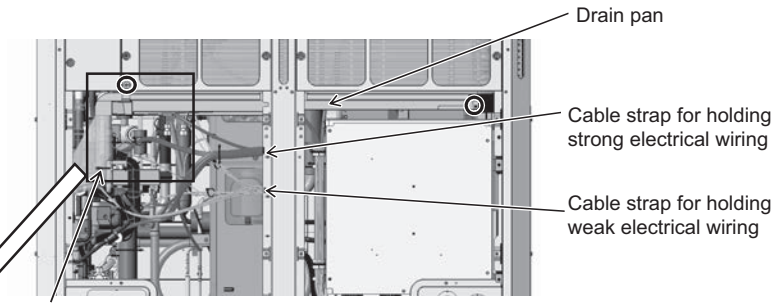

Figure 2
(5) Remove the drain pan cover by unscrewing the screw and cutting the cable tie. (See Figures 2 and 3.)
(6) Remove the drain pan by unscrewing the two screws. (See Figure 2.)
Be sure to remove the two rod holders holding the check joints to the drain pan. (Figures 2 and 3 show the cable ties to be cut.)